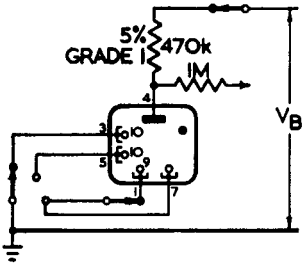

Fig. 3
4. The $K_{1\text{-}9}$ 1st guide and 2nd guide electrodes will be successively earthed through a suitable make before break type switch to cause 30 gaps to conduct in turn. The running voltage across each gap shall be within the specified limits. For this test the K_o and $K_{1\text{-}9}$ electrode will be commoned. The test circuit to Fig. 3 is applicable. The measurement of the running volts is to be made between 0·1 and 2·0 seconds after the contacts of the make before break type switch have broken.